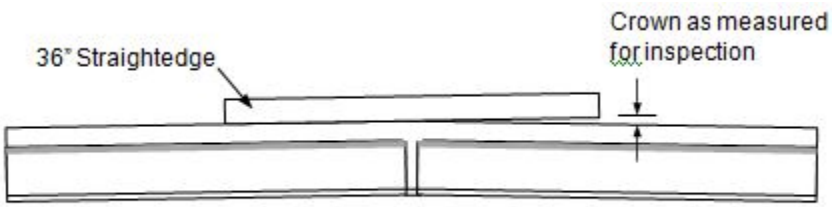

Figure 112B *Crown Inspection – Side View*
(1) Measure on the convex side with straightedge centered on weld
* If rail height difference is greater than 0.125 inch, offset top of rail and grind. Any offset on the top of rail must be tapered to provide a smooth transition. (See Figures 112B – 112H)